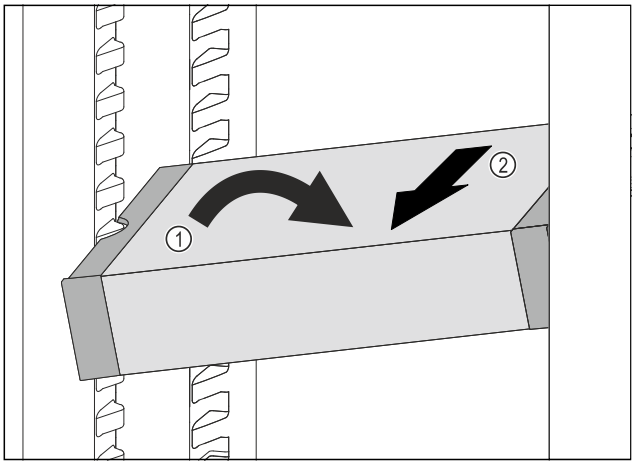

Fig. 188
▶ Poziționați oblic VarioSafe în frigider. *Fig. 188 (1)*
▶ Extrageți VarioSafe spre înainte. *Fig. 188 (2)*